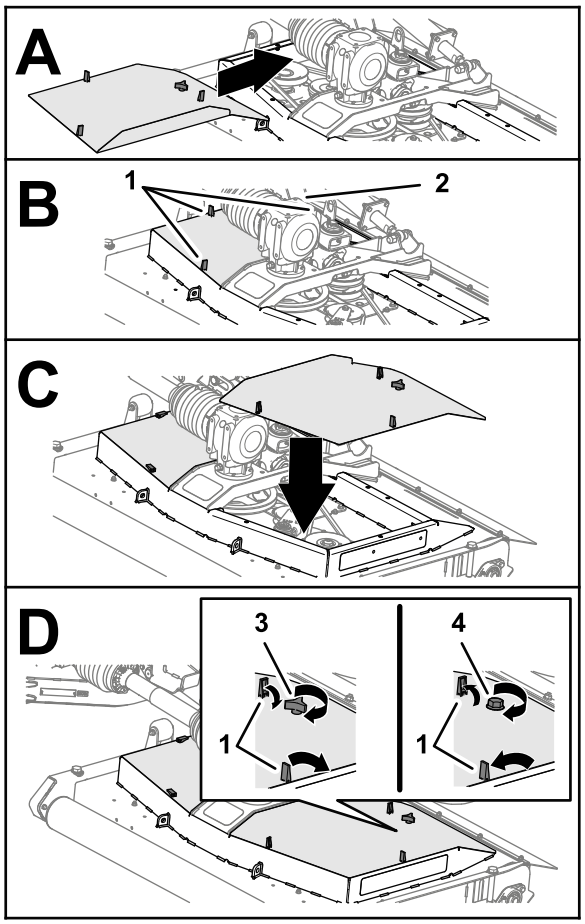

Figur 41
1. Rikta in klippdäckskåpornas spärrar på klippdäckets hål (Figur 41).
2. Montera däckkåpan på klippdäcket (Figur 41).
3. Fäst kåpan (Figur 41) på följande sätt:
4. Fäst kåpans tre spärrar på klippdäcket (Figur 41).
5. Upprepa steg 1 till 4 för de andra kåporna som du avlägsnade (Figur 41).